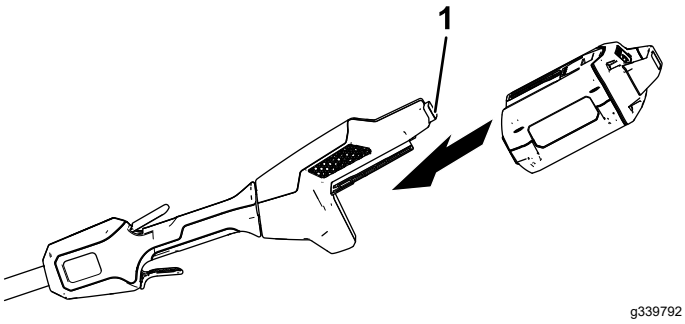

**Figure 10**
2. Alignez le creux de la batterie sur la languette du corps de la poignée (Figure 10).
3. Poussez la batterie dans le manche jusqu'à ce qu'elle s'enclenche dans le verrou (Figure 10).